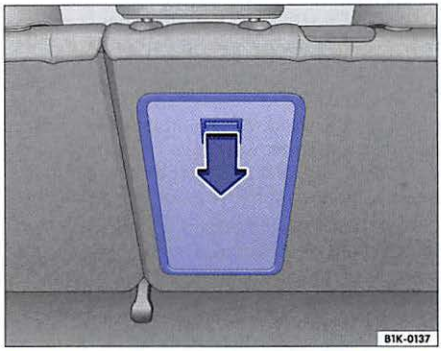

Fig. 86 In the luggage compartment: Opening the pass-through.
- Fold the pass-through cover back until it engages securely. The red mark on the luggage compartment side ⇒ fig. 86 should not be visible.
The pass-through can also be opened from the luggage compartment. Press the release lever ⇒ fig. 86 down and push the cover forward. ◁